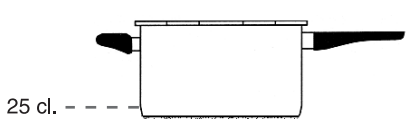

FIG.A3
3. La cantidad mínima de agua que debe usar para cocinar es de 250 mililitros (1/4 de litro). *(FIG. A3)*